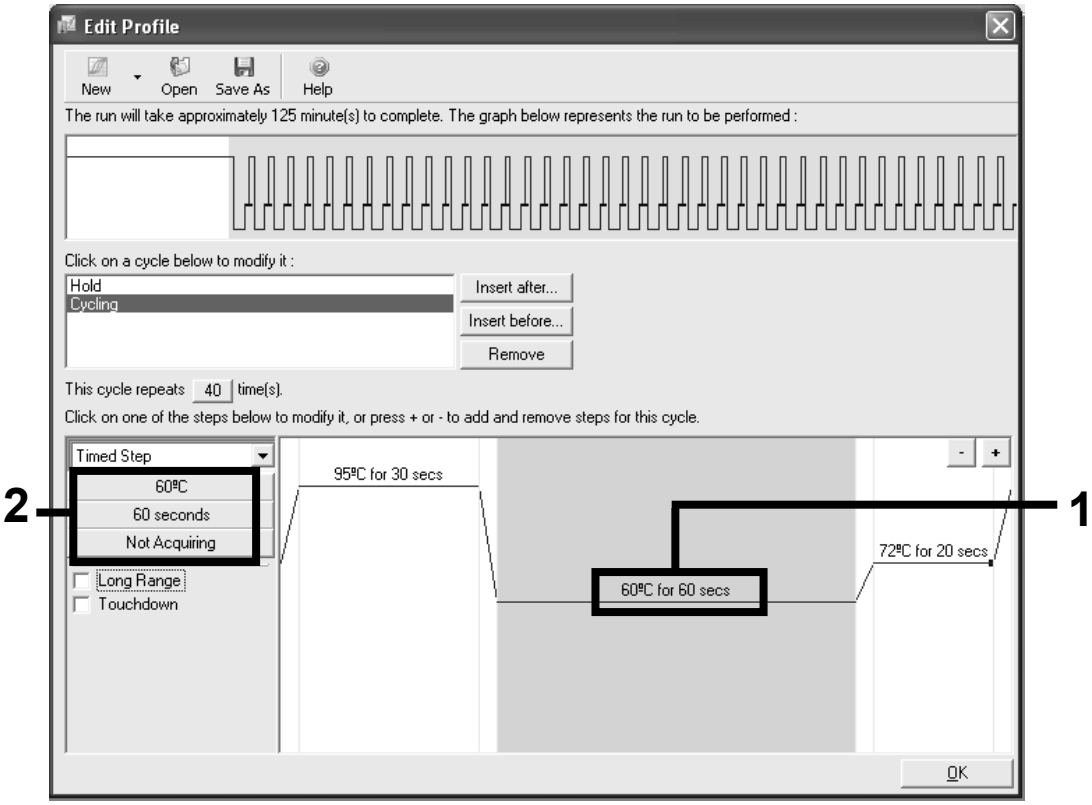

Figure 7. Cycling step at 60°C.
14. **Highlight the second step, and set to *60°C for 60 seconds*. Enable data acquisition during this step by selecting the "Not Acquiring" button (Figure 7).**